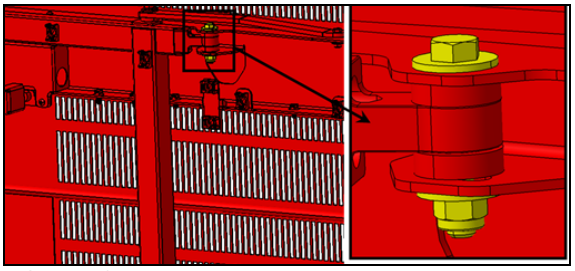

FIGURE 49:
6. 6. Si la position longitudinale au niveau du bras supérieur est hors tolérance, vous pouvez ajuster la porte en utilisant le jeu au point d'attache entre le bras supérieur et la porte. (Figure 49:).